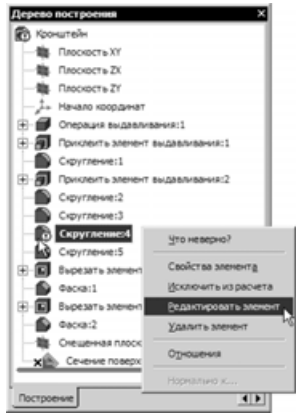

Рис. 4.45
- В дереве построения найдите элемент **Скругление:4** и войдите в режим его редактирования (рис. 4.45).